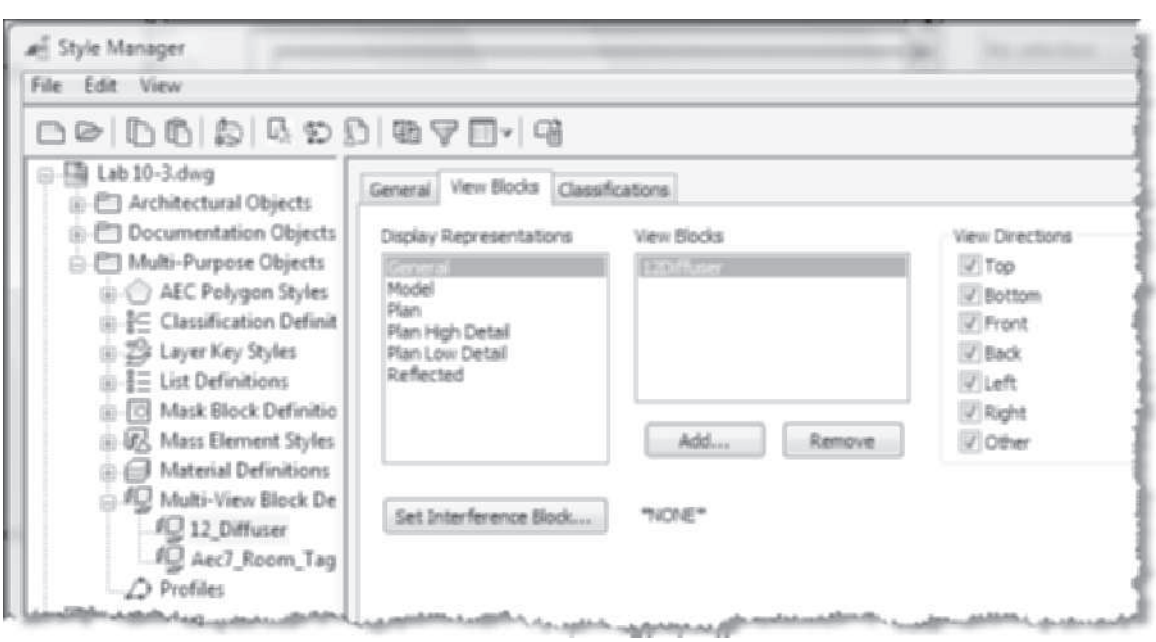

FIGURE 10.18 *Selecting a block for the view block*
7. Verify that **12_Diffuser [300_Diffuser]** is selected in the left pane. Verify that the **View Blocks** tab is current as shown in Figure 10.18, select the **General** display representation, and click the **Add** button to open the **Select a Block** dialog box. Select the **12Diffuser [300Diffuser]** block from the block list. Click **OK** to dismiss the Select a Block dialog box. Verify that all view directions are checked for the **General** display representation and **12Diffuser [300Diffuser]** view block as shown in Figure 10.18.